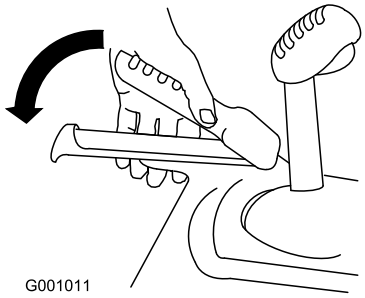

**Figur 19**
3. Pressa ned det vänstra reglaget (drivningsreglaget) till handtaget (Figur 19).
6. Pressa ned det vänstra reglaget (drivningsreglaget) till handtaget (Figur 19).